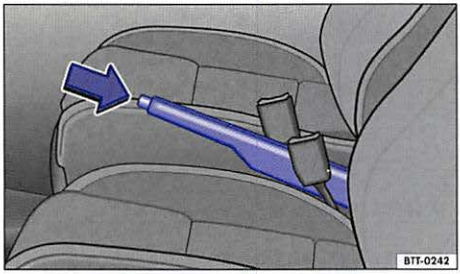

Fig. 113 Between the front seats: Parking brake.
- Pull the lever up slightly and press the release button ⇒fig. 113 (arrow).